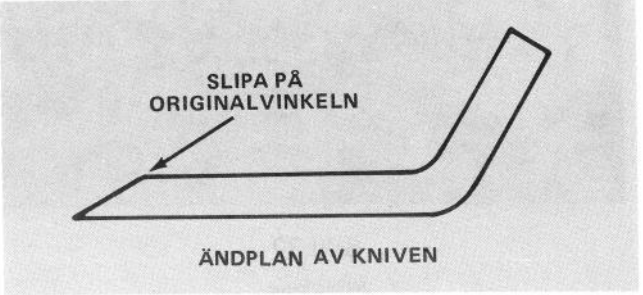

Bild 31
5. Använd en fil för att skärpa båda ändarna av kniven (Bild 31).
**VIKTIGT: Slipa översidan av kniven så att den originala klippvinkeln blir bibehållen (Bild 31).**